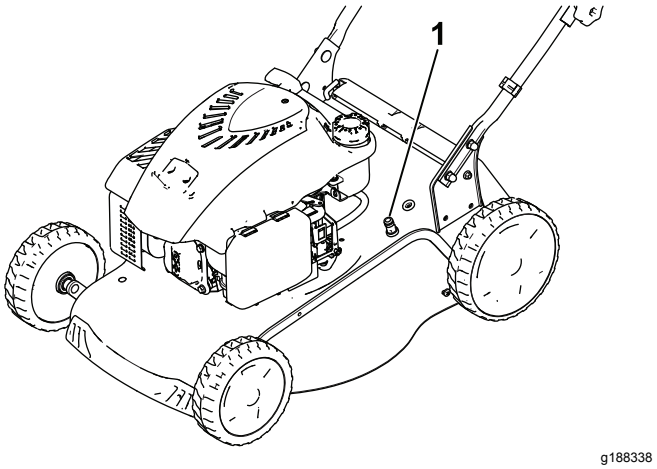

Figur 18
5. Fest en hageslange som er koblet til en vannkran, til hurtigvaskporten (Figur 18).